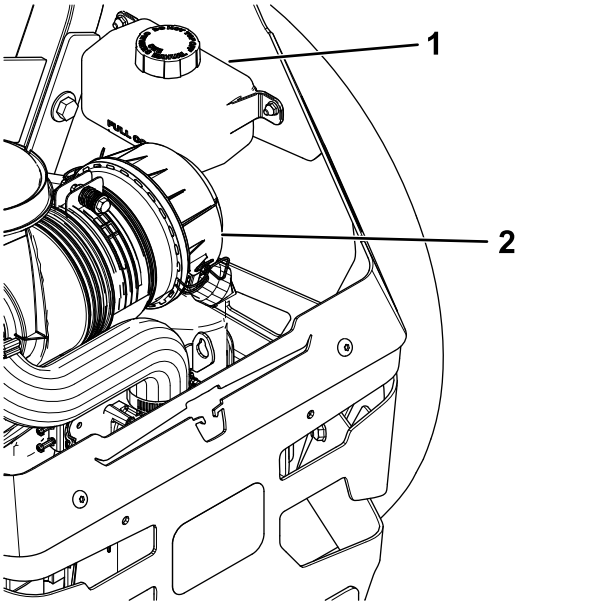

Figure 67
2. Vérifiez le niveau dans le vase d'expansion et faites l'appoint d'huile Toro® HYPR-OIL™ 500 au besoin pour faire monter le niveau jusqu'au repère maximum à froid (FULL COLD) (Figure 67).